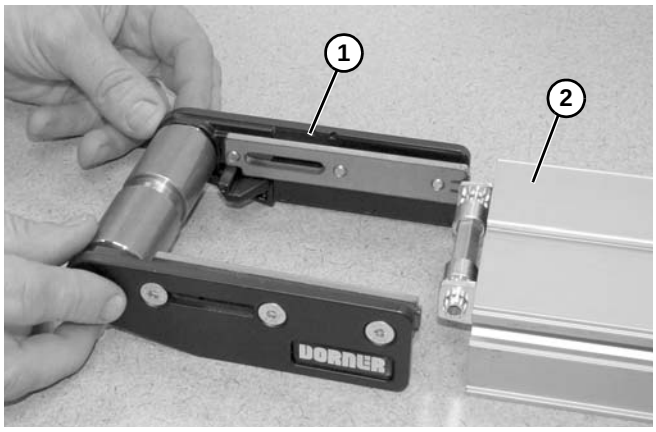

Figure 97
2. Retirer le rouleau de retour **(Figure 97, élément 1)** en glissant l'ensemble en dehors du convoyeur **(Figure 97, élément 2)**.